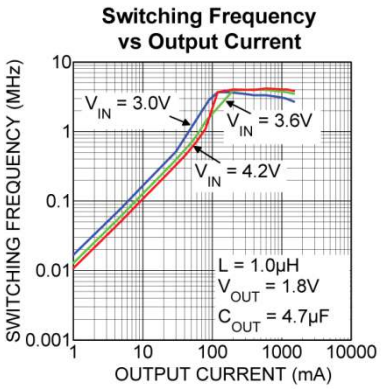

Figure 2. SW Frequency vs. Output Current
As shown in Equation 5, the load at which MIC23150 transitions from HyperLight Load mode to PWM mode is a function of the input voltage (V_{IN}), output voltage (V_{OUT}), duty cycle (D), inductance (L) and frequency (f). As shown in Figure 2, as the output current increases, the switching frequency also increases until the MIC23150 goes from HyperLight Load mode to PWM mode at approximately 120mA. The MIC23150 will switch at a relatively constant frequency around 4MHz once the output current is over 120mA.